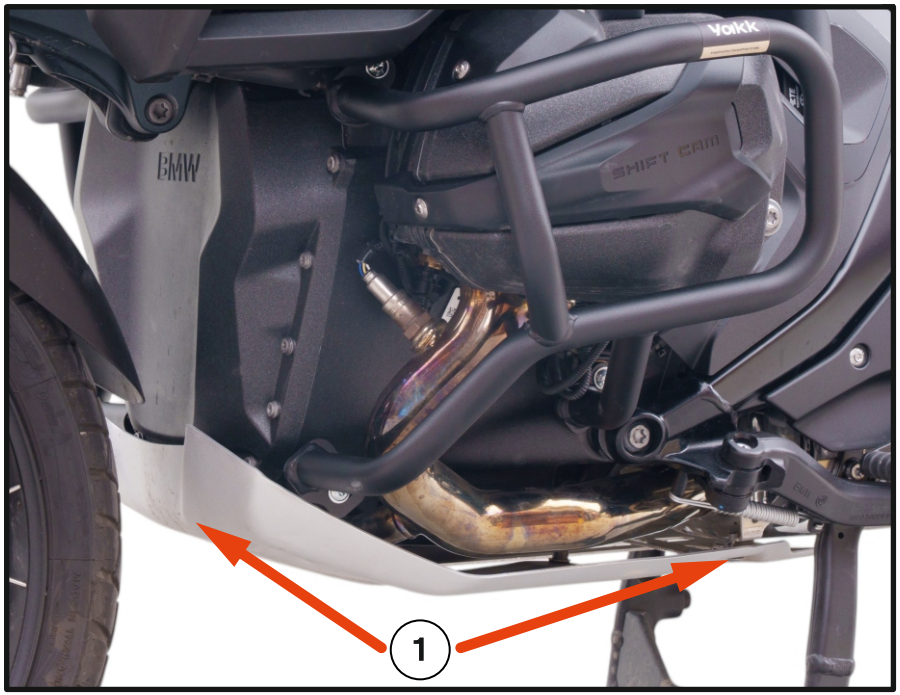

Fig. 2
1. Unscrew the screws and remove the engine cover - **OEM [Fig. 2]**